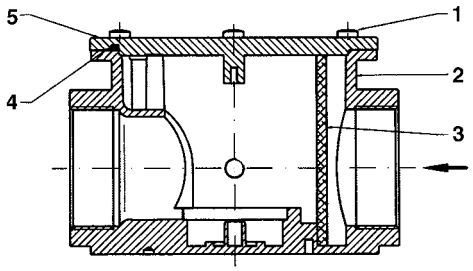
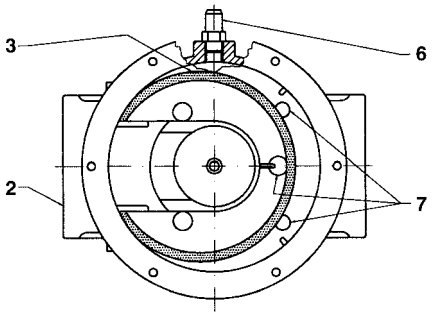

Fig. 26b
Fig. 26c - Vista desde el alto sin tapa
Conexiones roscadas - Fig. 26b y Fig. 26c
Desmontar el cartucho filtrante (3), limpiarlo con agua y jabón, soplarlo con aire comprimido (o sustituirlo si fuese necesario) volver a montarlo en su posición inicial controlando que esté colocado en sus correspondientes guías (7) controlando que no obstaculice el montaje de la tapa (5). Finalmente volver a montar la tapa (5) cerciorándose que el o-Ring (4 en Fig. 26b) esté colocado en su correspondiente alojamiento.
Leyenda (Fig. 26b - Fig. 26c)